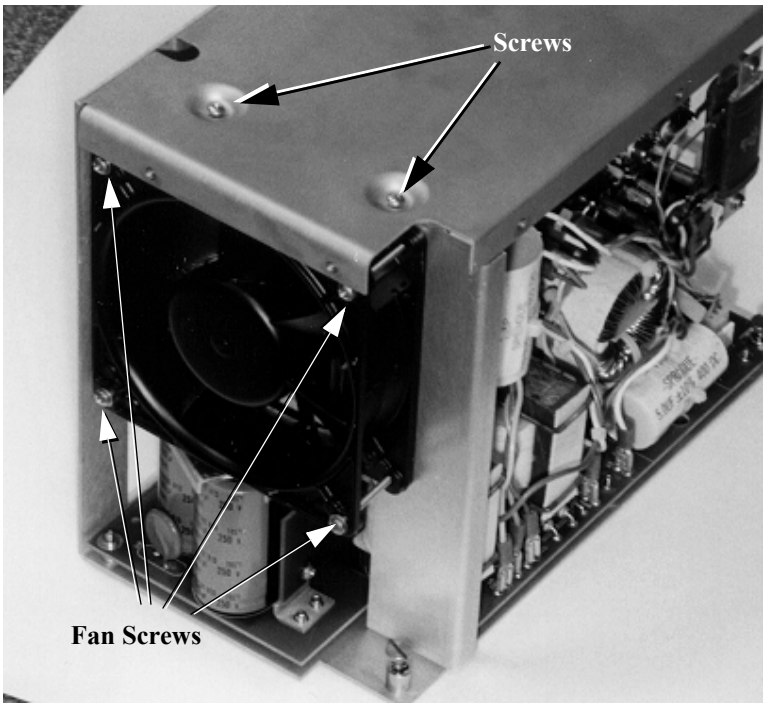

Figure 4.54 Amplifier Assembly Cover, Fan Screw Locations
2. Remove the Amplifier Assembly cover by removing the two screws that hold it in place (Figure 4.54) using a Phillips-head screwdriver. Then, lift the cover off.
3. Remove four screws, with washers, at the corners of the fan (Figure 4.54).